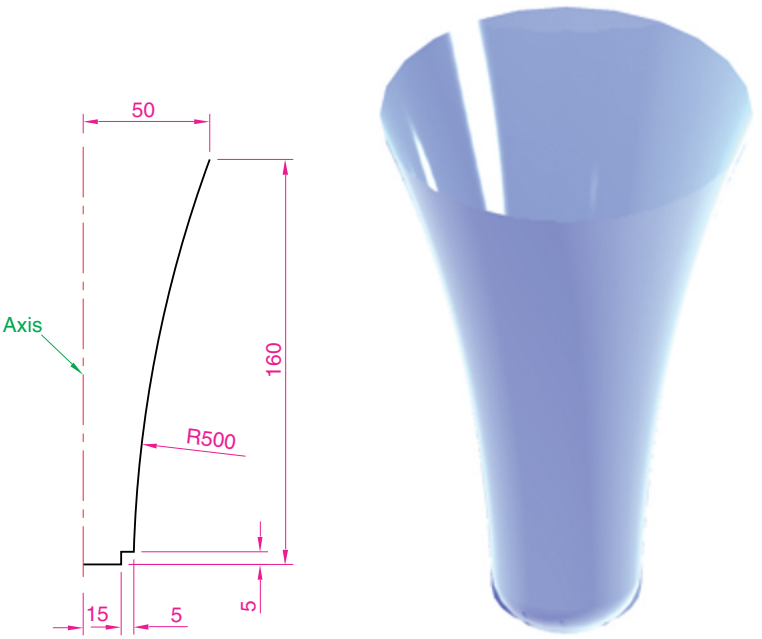

Fig. 18.27 Fourth example of 3D models
Fourth example (Fig. 18.27)
1. **3D Navigate/Front**. Construct the polyline – left-hand drawing of Fig. 18.27.
4. **3D Navigate/Southwest Isometric**. Render (right-hand illustration of Fig. 18.27).